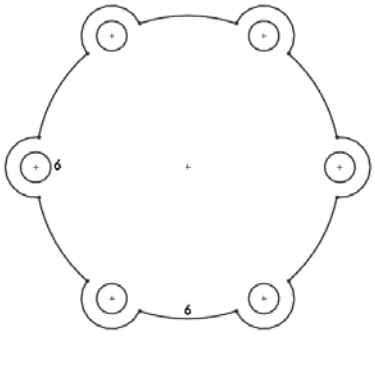

Figure 3-68 *Final sketch for Tutorial 3*
5. Add the **Display instance count** check box. Accept the remaining default values and choose the **OK** button to create the pattern. The final sketch of the model is shown in Figure 3-68. In this figure, all relations are hidden for clarity.